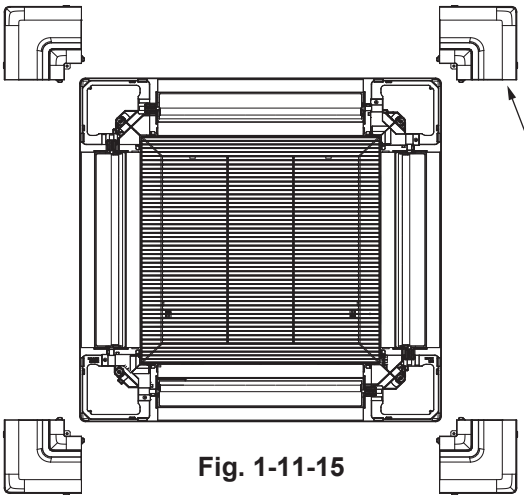

Fig. 1-11-15
1. Remove the covers in the four corners. (Fig. 1-11-15)